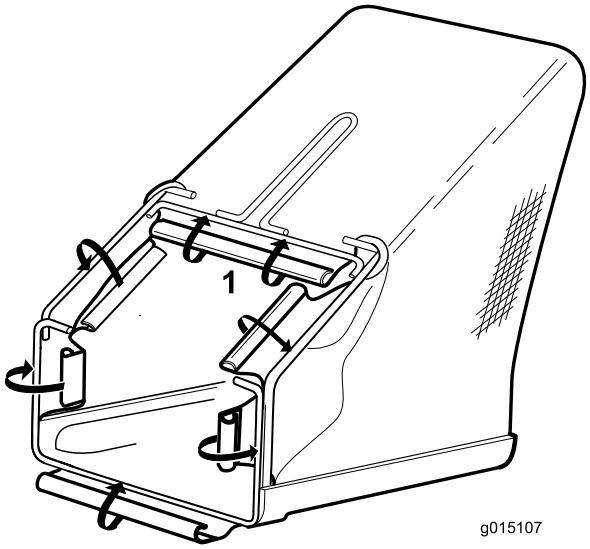

**Bild 4**
2. Bringen Sie die sechs Kunststoffclips am Drahtrahmen an; fangen Sie am Bügel an (Bild 4).